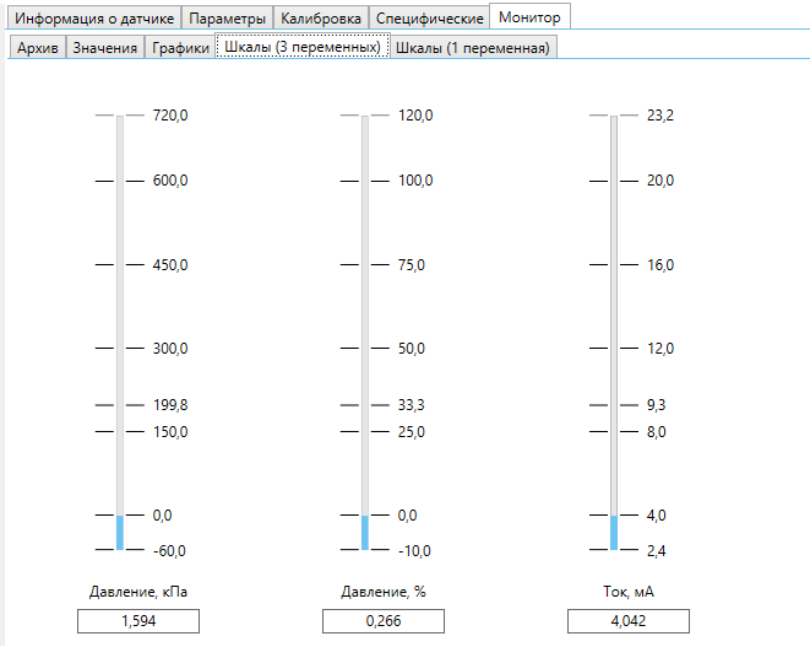

Рисунок 25 — Вкладка «Шкалы (3 переменных)»
3.8.10 Вкладка «Шкалы (3 переменных)» предоставляет информацию о процессах одного выбранного датчика в виде линейных шкал (рисунок 25).